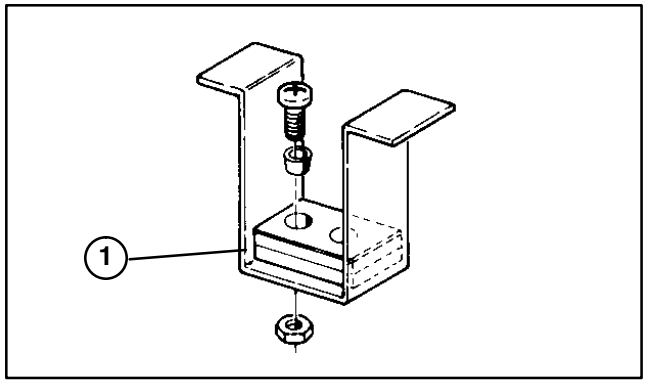

Figure 14
10. Check to make sure front height−of cut pins are resting evenly on frame cushions (Fig. 14). If pins are not resting evenly, place a shim or shims under cushion to raise it for proper alignment.